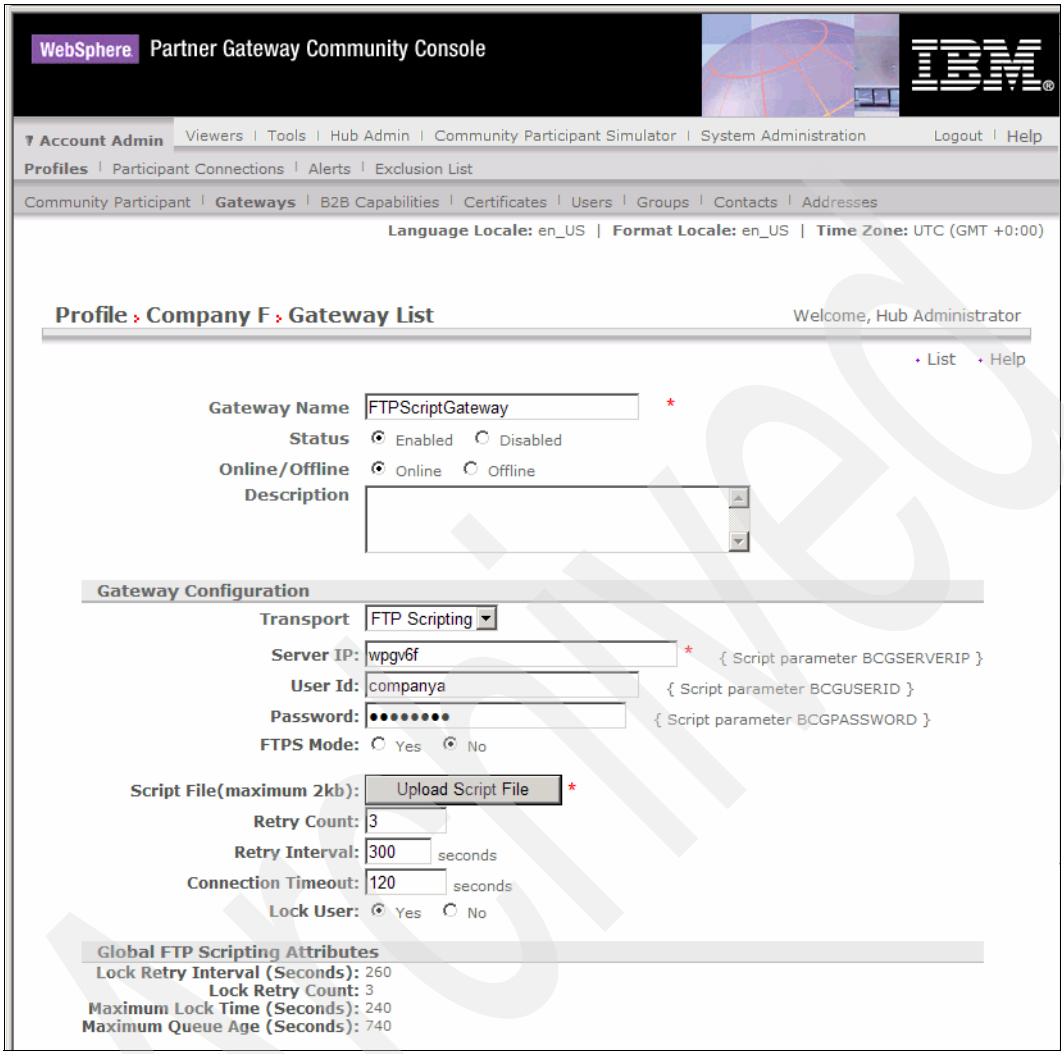

Figure 12-41 Entering the FTP Scripting gateway attributes
6. On the Gateway List screen we need to enter the following information for this new gateway (Figure 12-41 on page 393):
The Configuration to this point is shown in Figure 12-41 on page 393.
f. Click the **Upload Script File** button (visible in Figure 12-41). This opens a new Upload FTP Script File window. In this window, click **Browse**.